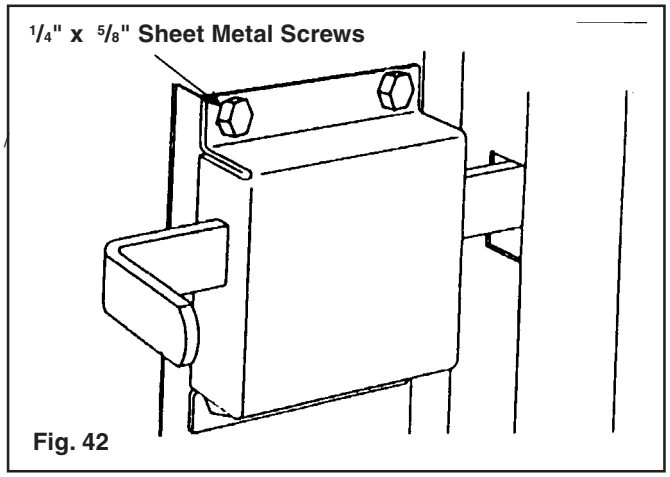

Fig. 42
The slide bolt is installed on the inside end stile of the second section using (4) #14 x 5/8" hex head sheet metal screws. The slide bolt rests against the top of one of the rectangular engaging slots in the vertical track. Proper alignment is easier to achieve by using track as a guide. (FIG. 42)